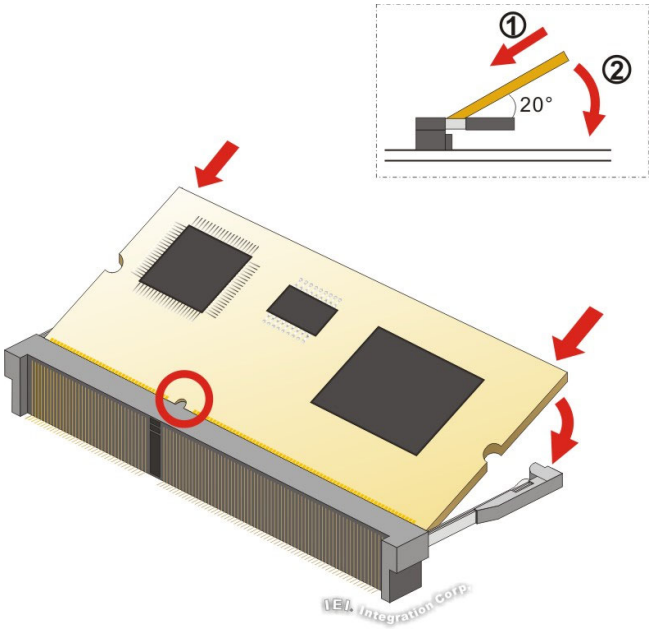

Figure 3-24: iRIS-2400 Module Installation
Step 3: **Align the iRIS-2400 module with the iRIS-2400 module slot**. Align the notch on the module with the notch on the iRIS-2400 module slot (**Figure 3-24**).
Step 4: **Insert the iRIS-2400 module**. Push the module in at a 20º angle (**Figure 3-24**).
Step 5: **Seat the iRIS-2400 module**. Gently push downwards and the arms clip into place (**Figure 3-24**).